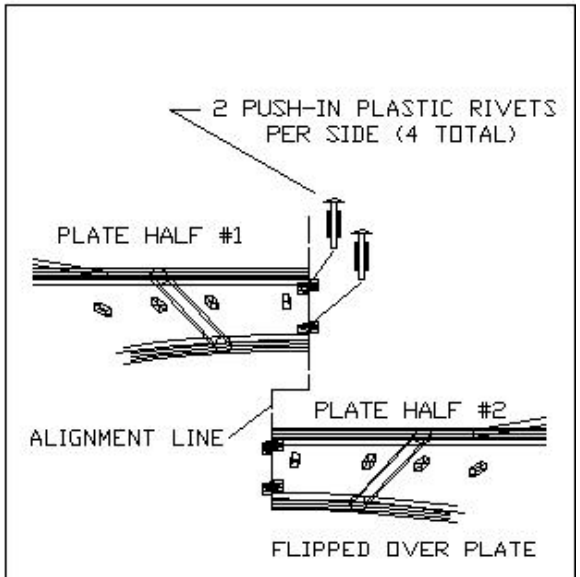

FIGURE 2
6. Assemble the two halves of the plate above the nails and directly blow the P&C conduit. Cut out openings into plate for any conduit passage. Align the holes and press in the fasteners as shown in Figure 2.